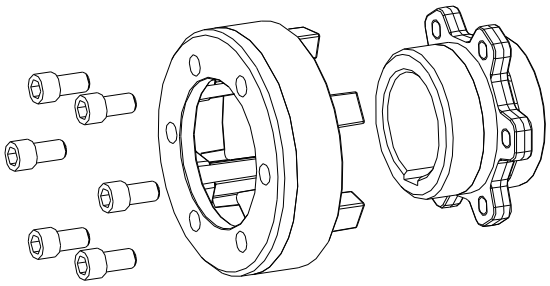

Bild 17: Montage ADR-Nabe
- Stecken Sie Flanschnabe (Bauteil 3D) und Nockenring (Bauteil 4D) bei den Bauarten ADR zusammen (siehe Bild 17).